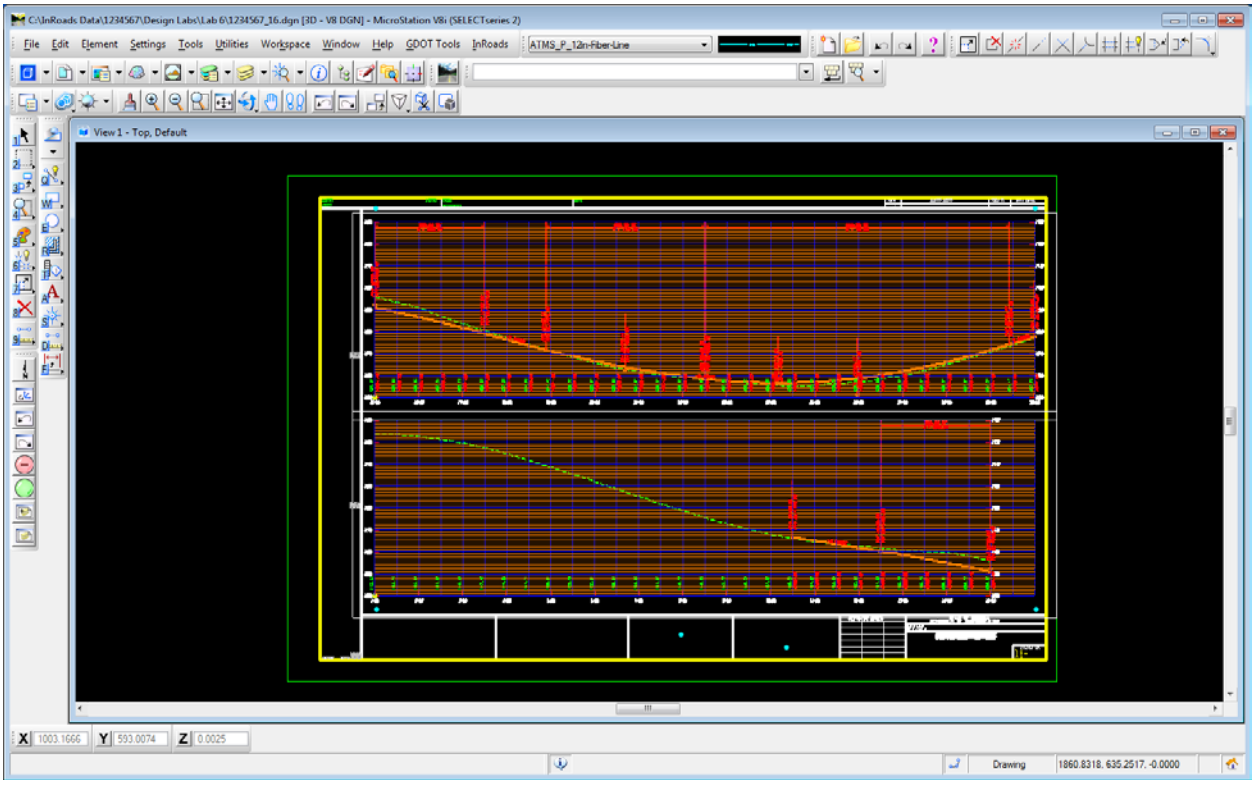

Figure L6-9 MicroStation Window
23.	**Open the Individual Profile Sheet DGN** • In MicroStation, Select **File ► Open**. • Navigate to **Lab 6** - then **Select** and **Open** --- ***1234567_16.dgn*** ****Remember**: ***1234567_16.dgn*** refers to the following: **PI# = *1234567*** **Section# = *16*** **Please Note:** You may need to manually renumber the DGN files as needed if there are multiple Side Road or Cross Road Profiles. • Verify your view matches that shown in *Figure L6-9*. *The Profile Sheet File 1234567_16.dgn is opened.*